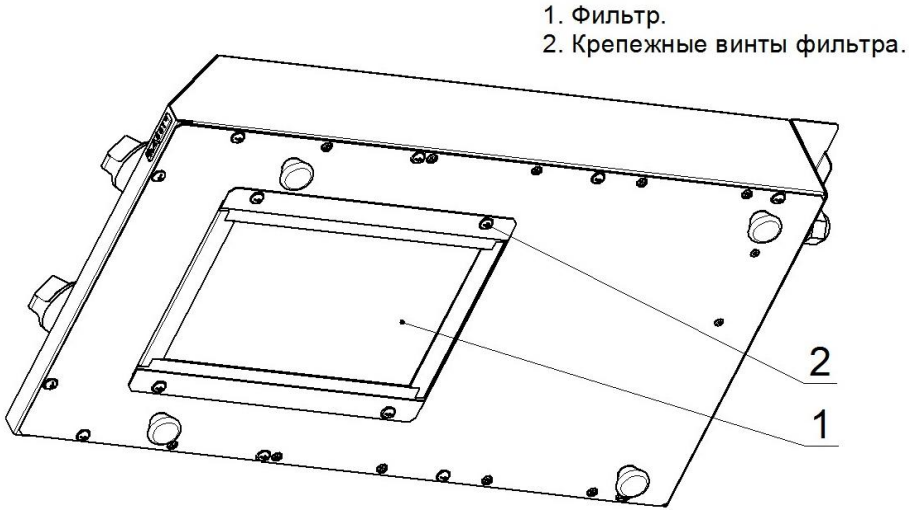

Рис. 2
- отвернуть 4 винта, крепящих фильтр к днищу и вынуть его из отверстия в днище (рис. 2);